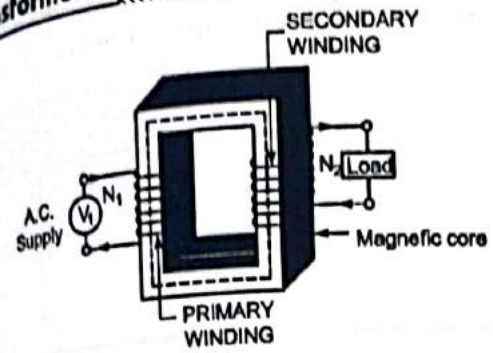

FIG. 3.6 : PRELIMINARY CONSTRUCTION OF TRANSFORMER
- Primary and Secondary windings are represented by inductive coils having resistance and reactance, where as magnetic core is represent by two lines between the primary and secondary winding as shown in fig. 3.6.